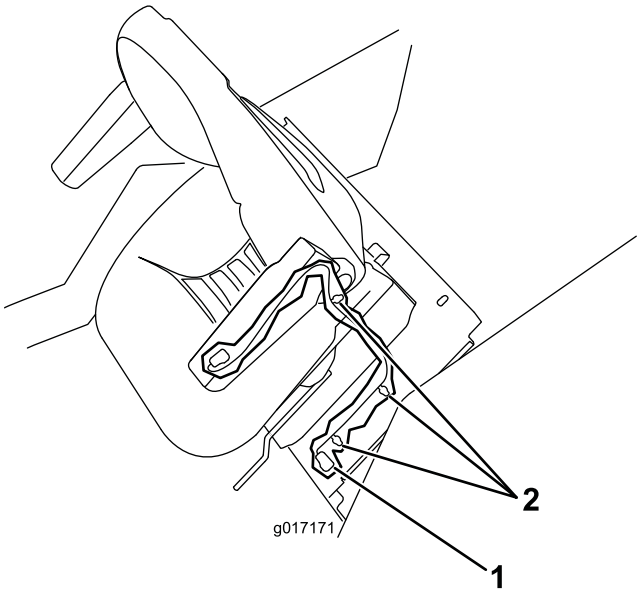

Figura 1
4. Scollegate il cavo del microinterruttore del sedile dal cablaggio del trattore (Figura 1).
5. Rimuovete le fascette di cablaggio o le fascette per cavi che fissano i cavi del sedile alla piastra del sedile (Figura 1).